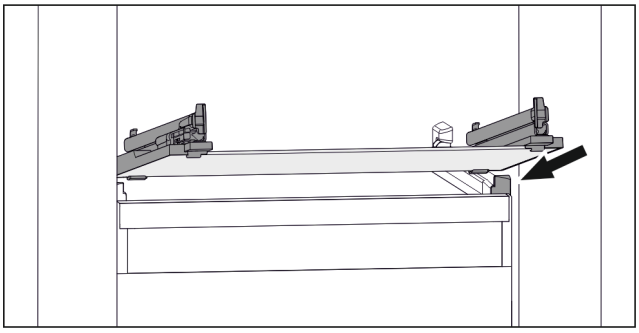

Fig. 111 Example illustration of glass shelf
▶ Position glass shelf at an angle behind the stoppers. (see Fig. 111)